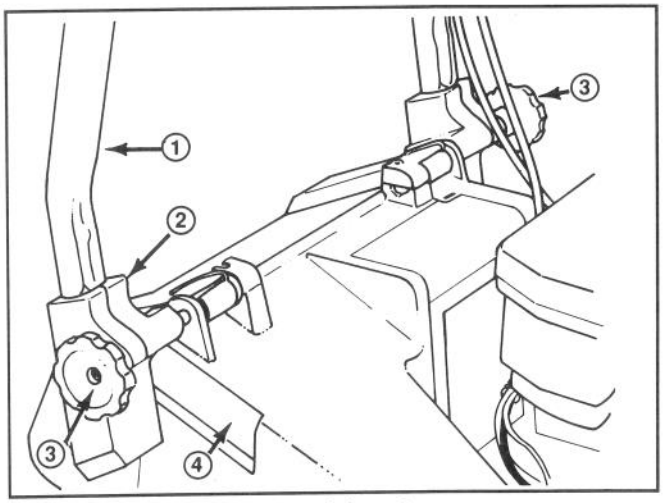
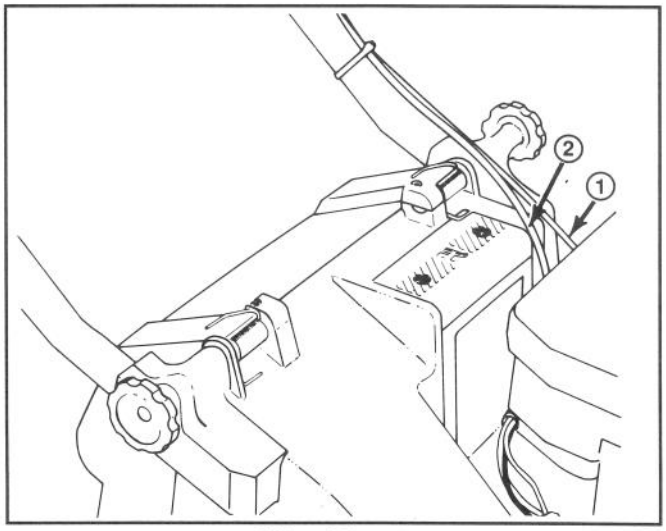

Afbeelding 1
Afbeelding 2
1. INSTALLEREN HENDEL— Knoppen op de bevestigingsbeugels losdraaien (Afb. 1).
3. Schuif de uiteinden van de hendel helemaal in de gaten op de bevestigingsbeugels (Afb. 1). Zorg ervoor dat de kabel van de gasklep en de aandrijving (zelfrijdend model) zich boven op de linker bevestigingsbeugel bevinden (Afb. 2).
4. Draai hendel en bevestigingsbeugels naar achteren totdat de uiteinden van de hendel zich veilig binnen de beugel bevinden (Afb. 2).